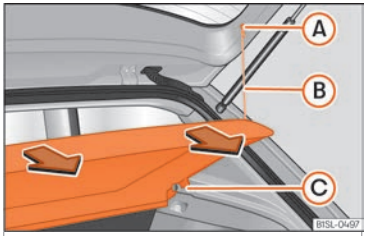

Fig. 136 In the boot: removing and installing the rear shelf.
- Unhook the loops ››› Fig. 136 Ⓑ from housings Ⓐ.